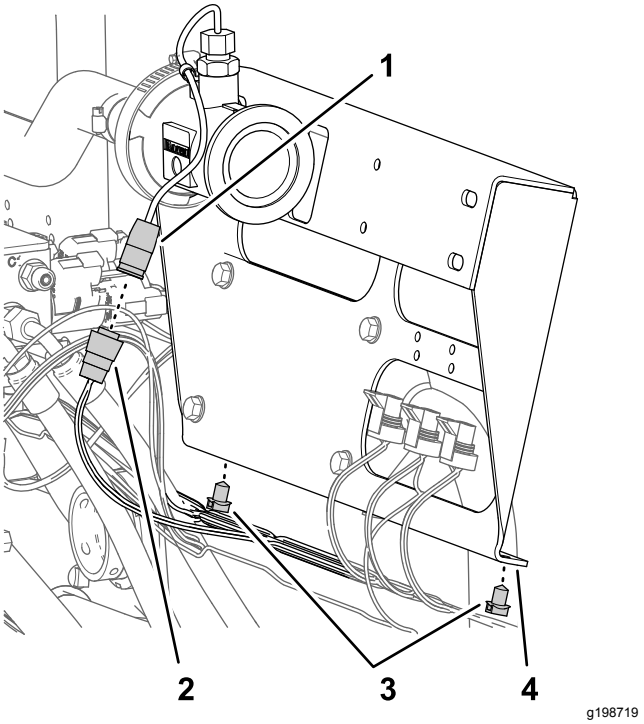

Figur 72
1. Kobl stikket med 3 sokler på maskinens ledningsnet med angivelsen GENNEMSTRØMNINGSMÅLER fra gennemstrømningsmålerens stik med 3 ben (Figur 72).
2. Afmonter de 2 skubbefastgørelsesanordninger på maskinens ledningsnet fra sektionventilbeslagets nederste flange (Figur 72).